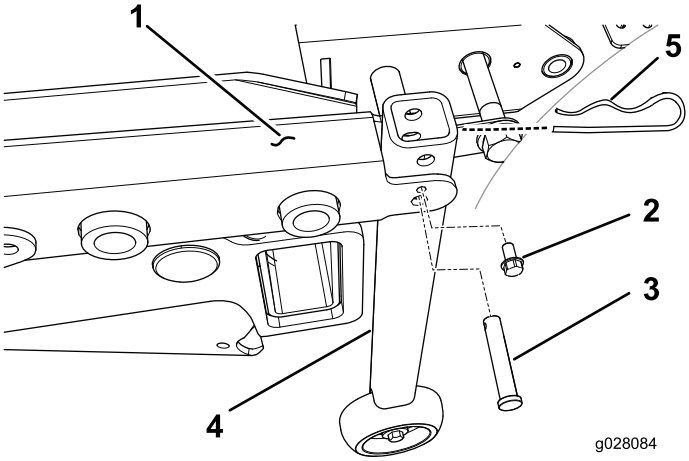

**Rysunek 32**
2. W przypadku zespołów jezdnych o numerze seryjnym poniżej 312999999 zamontuj pionowy wspornik rurowy przy każdym z naroży ramy podwozia, używając sworznia z łbem płaskim i wkrętu samogwintującego 1/4 cala (Rysunek 32)